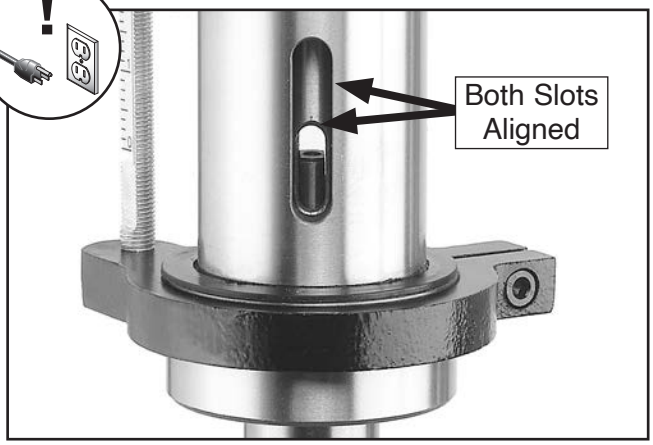

**Figure 26.** Inner and outer drift key slots aligned.
5. Rotate spindle until inner drift key slot is aligned with outer slot (see **Figure 26**). You will see through the spindle when the slot is properly aligned.